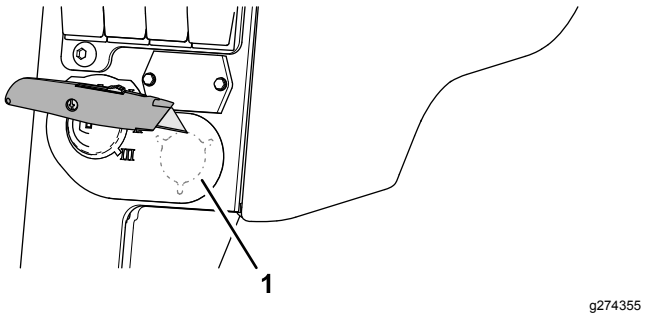

Figure 3
1. Cut a hole in the decal at the rear of the console arm (Figure 3).